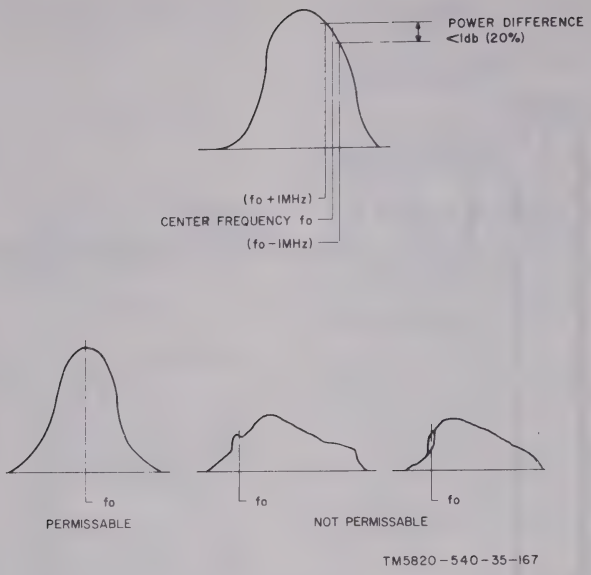

Figure 4-62. Frequency multiplier assembly 6A2, spurious test response pattern.
(6) Adjust coils L1-L3 and L5-L7 on the module under test for maximum power as indicated on the power meter. L1-L3 and L5-L7 are matching pairs and must be adjusted together.
(7) Adjust the frequency and output level of the wide range oscillator to obtain an adequate response curve and check the response pattern displayed on the oscilloscope, as shown as "permissable" in figure 4-62.
(8) Readjust coils L1-L3 and L5-L7 necessary, to improve or clean up the respo
(9) Record the power meter indicatio should be greater than 440 mw.